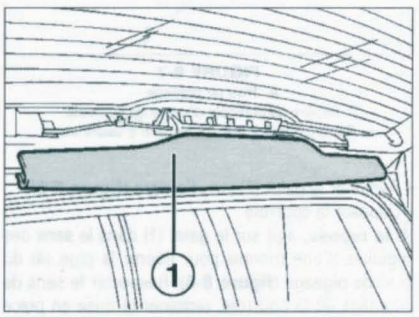

FIGURE 8-14
• Déposer la garniture supérieure du hayon (1) **(figure 8-14)**.